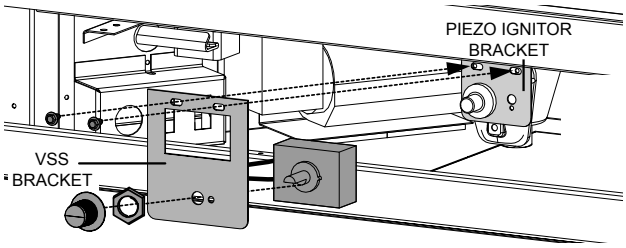

Fig. 3
8. The variable speed switch (VSS) will need to be disassembled to secure to the VSS bracket for installation. Place the VSS through the mounting bracket using the lock washer to secure it in place. Take the variable speed switch knob and install into position **(Fig. 3)**.
9. To install the variable speed swtich, the mounting bracket will first need to be installed. Remove the two screws securing the piezo ignitor switch bracket in place. Install the VSS mounting bracket ito position then reinstall the two previously removed screws **(Fig. 3)**.